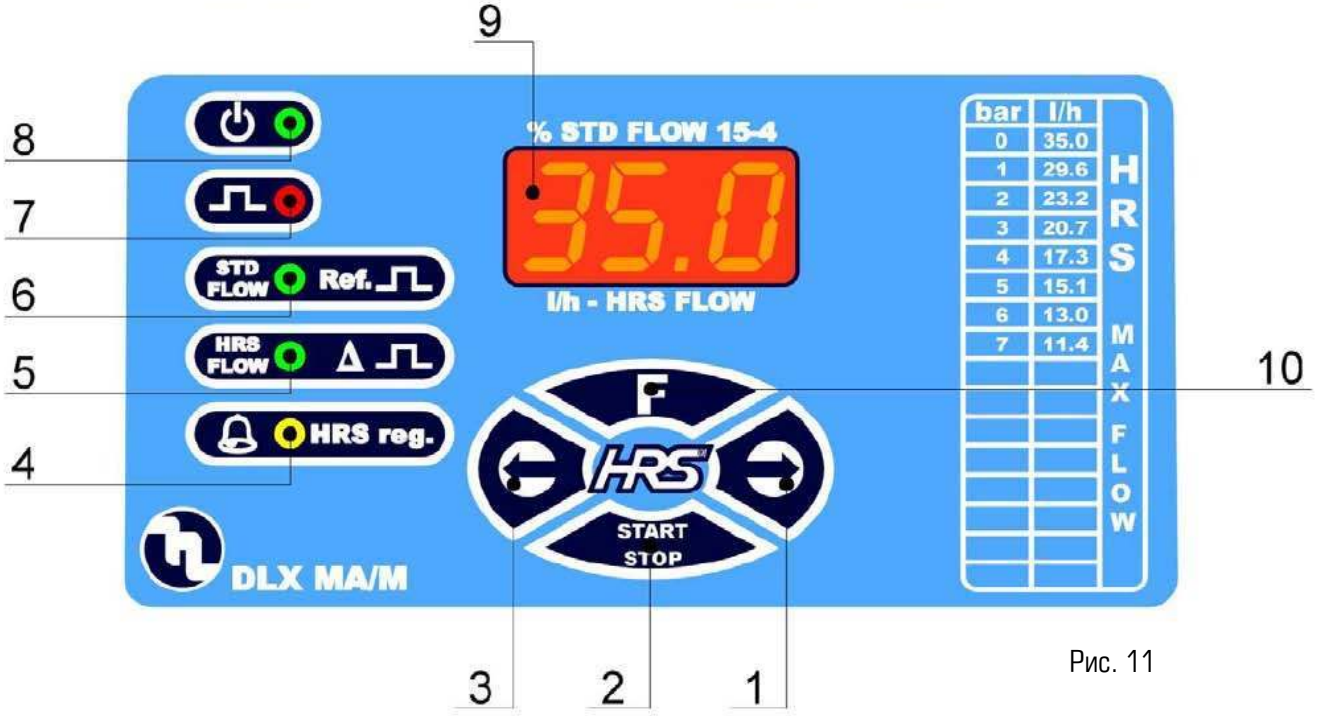

Рис. 11
6.1. ОРГАНЫ УПРАВЛЕНИЯ НАСОСОМ (Рис.11)